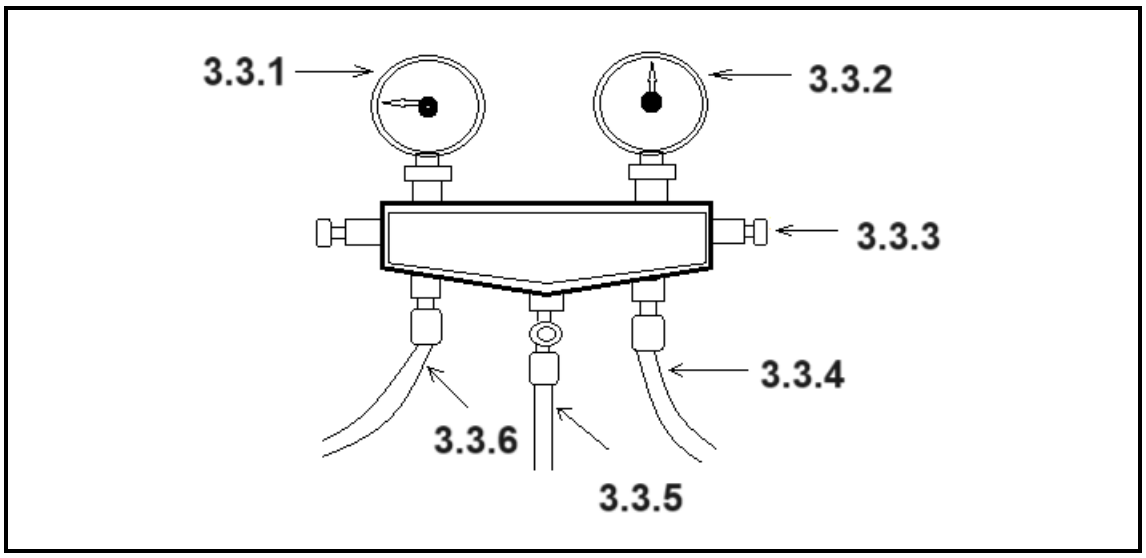

FIGURE 1: GAUGE MANIFOLD
3.3 FIGURE 1 show a gauge manifold used in a refrigeration system. Name the parts by writing the answer next to the question number (3.3.1–3.3.6) in the ANSWER BOOK.